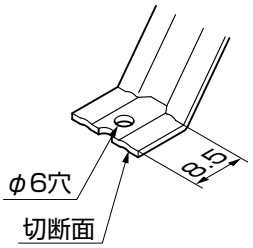

図4-6
②タイトフレーム（中間用）にφ6 の穴加工をしてください。（図 4-6 参照）
④タイトフレームの切断面にはタッチアップしてください。（図 4-6 参照）